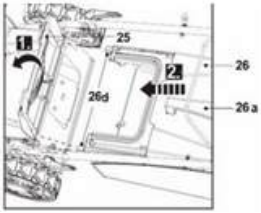

rys. 5
3. Otwórz tylną osłonę wyrzutnika (25) i przytrzymaj ją w tej pozycji (rys. 5, krok 1).
5. Wyrównaj haki (26d) z otworami i zawieś na nich kosz na trawę (rys. 5, krok 2).
6. Ostrożnie opuść tylną osłonę wyrzutnika (25).